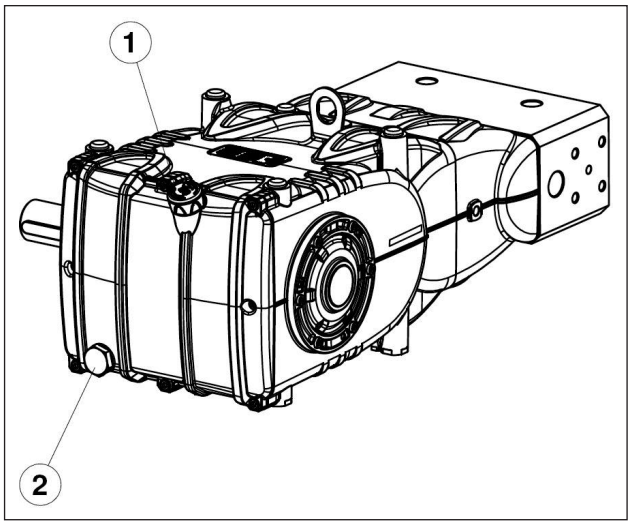

Fig. 3
À l'aide de la jauge de niveau d'huile rep. ①, Fig. 3.
Pour contrôler le niveau d'huile, la pompe doit être à température ambiante ; pour la vidange de l'huile, la pompe doit être à température de fonctionnement. Retirer : la jauge d'huile rep. ① puis le bouchon rep. ②, Fig. 3.